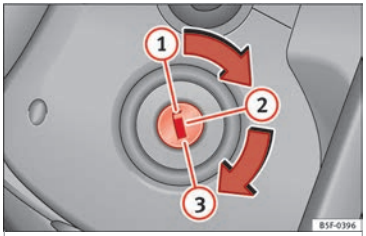

**Fig. 177** Ignition key positions.
In this position ››› **Fig. 177** ① the ignition and the engine are off and the steering may be locked.
– Turn the ignition key to the starting position ››› **Fig. 177** ③.
– Turn the ignition key to position ››› Fig. 177 ②. The warning lamp ➿ will light for engine pre-heating.
– When the lamp turns off, turn the ignition key to position ③ to start the engine. Do not press the accelerator.
– Turn the ignition key to position **››› Fig. 177** (1).